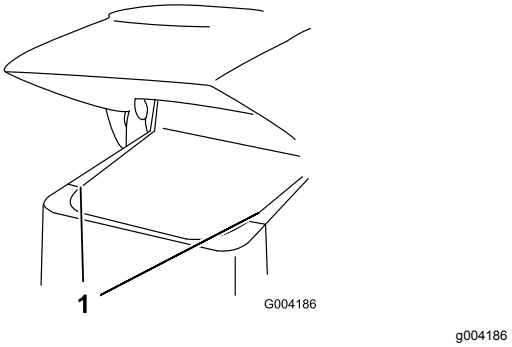

Figuur 26
2. Schuif de zijschermen (Figuur 26) omhoog en uit de sleuven in het voorscherm en het frame.